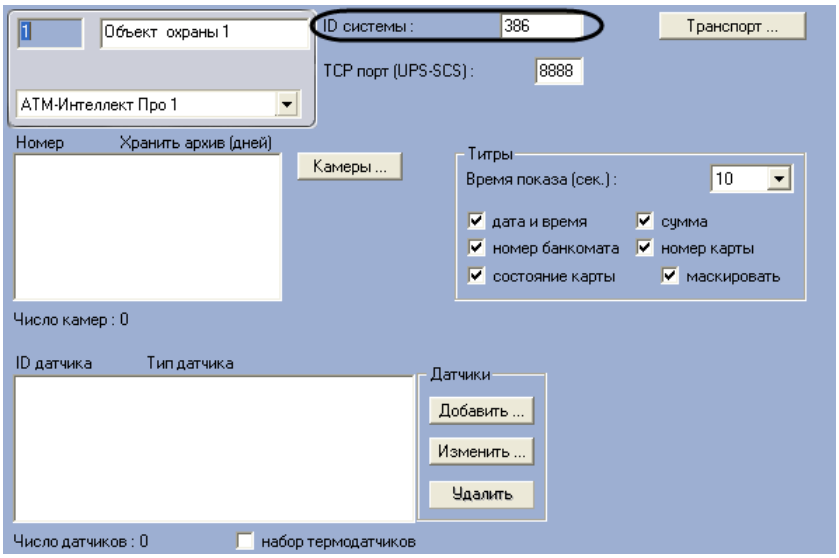

Рис. 5.4—1 Настройка идентификатора объекта охраны
1. Перейти на панель настройки объекта **Объект охраны** (Рис. 5.4—1).
7. В поле **ID системы** ввести уникальный номер объекта, на котором устанавливается ПК *АТМ-Интеллект Про* (см. Рис. 5.4—1). Может содержать от 3 до 9 символов.